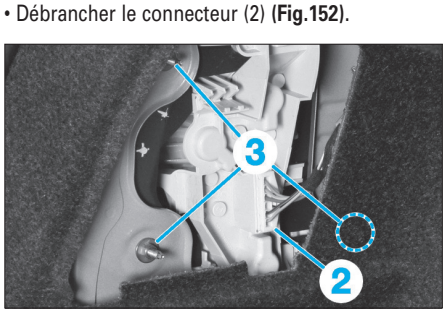

Fig. 152
• Débrancher le connecteur (2) **(Fig.152)**.